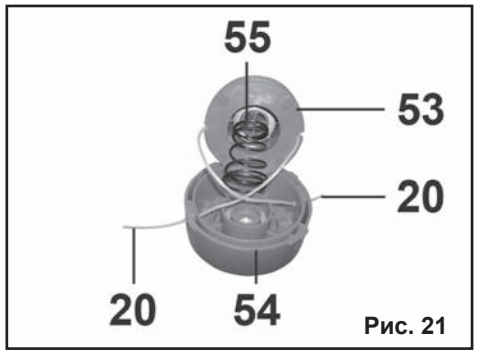

Рис. 21
• Вставьте оба конца лески (20) в отверстия в корпусе катушки (54), установите аккуратно пружину (55) в направляющие в корпусе катушки (54) и в шпульке (53) (Рис. 21).